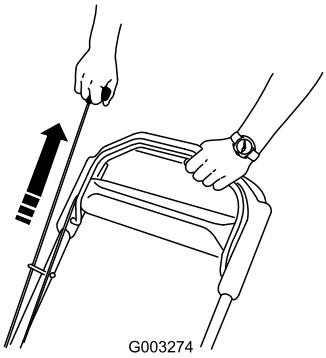

Figura 12
2. Tire suavemente del arrancador de retroceso (Figura 12) hasta que note resistencia, luego tire con fuerza y deje que vuelva lentamente a la guía de cuerda del manillar.